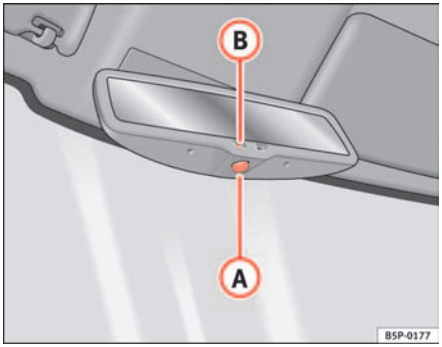

Fig. 88 Automatic anti-dazzle interior mirror.
– Press button (A) ⇒ fig. 88. Warning lamp (B) goes out.
– Press button (A) ⇒ fig. 88. Warning lamp is lit.